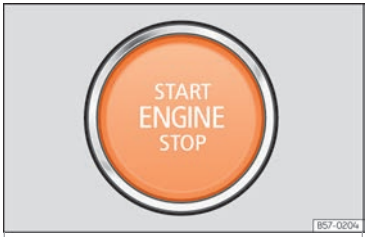

Fig. 161 En la parte inferior de la consola central: pulsador de arranque.
- Pulse el botón de encendido y arranque ››› **fig. 161** hasta que el testigo de control **READY** se ilumine en el cuadro de instrumentos. No acelere. Suelte el botón de encendido y arranque cuando el testigo de control **READY** se encienda en el cuadro de instrumentos. La marca que aparece en el indicador de potencia cambia de **OFF** a **0**.
- Presione el pulsador de arranque ››› fig. 161 sin pisar el acelerador. Para que el motor arranque debe haber una llave válida en el vehículo. Tras arrancar el motor la iluminación del pulsador START ENGINE STOP se mantiene fija indicando que el motor esta arrancado.
- Presione brevemente el pulsador de arranque ››› fig. 161.